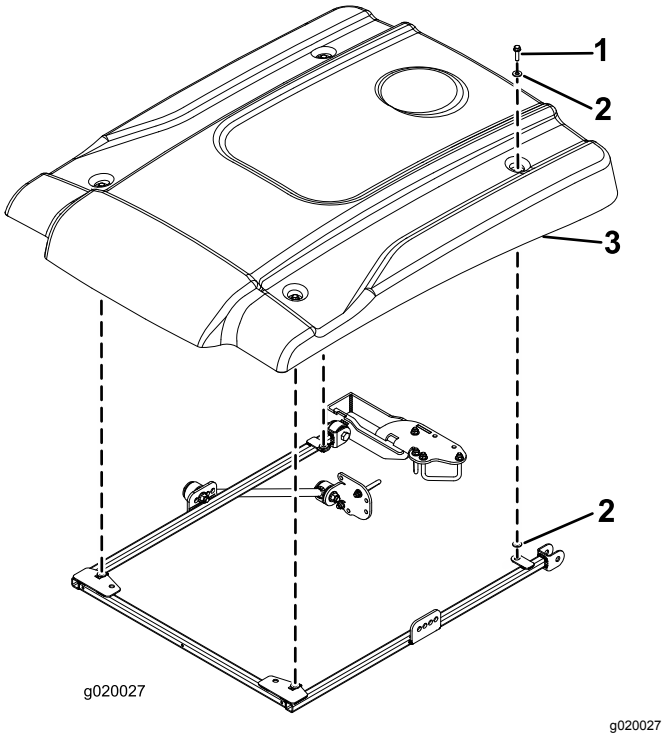

Bild 29
12. Positionieren Sie das Sonnendach beim Ausfluchten der Befestigungslöcher am Rahmen wie in Bild 29 abgebildet.
13. Befestigen Sie jede Ecke des Sonnendachs lose mit einer Bundkopfschraube (5/16" x 2¼") und zwei kleinen Scheiben am Rahmen (Bild 29). Legen Sie eine Scheibe an jeder Seite der Gummidichtung des Sonnendachs auf.